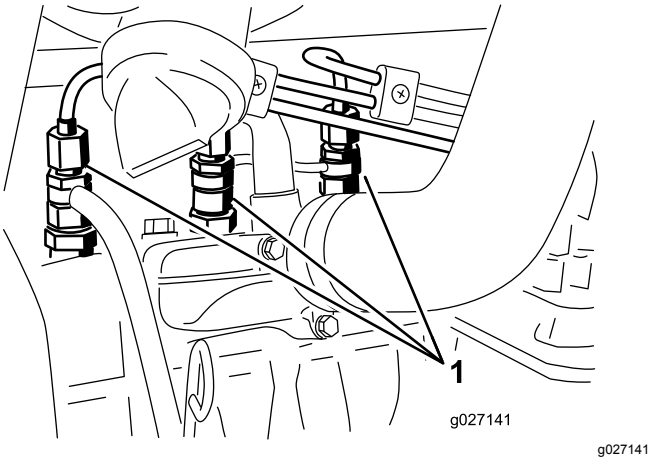

Figur 57
1. Løsn rørforbindelsen til dyse nr. 1 og holdersamlingen (Figur 57).